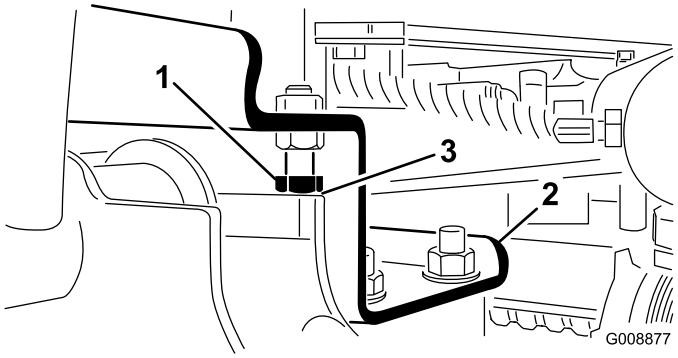

Figur 12
A. Flytta stoppbultarna bakåt (Figur 12).
2. Kontrollera att spelet mellan varje lyftarm och stoppbult är 0,13–1,02 mm (Figur 12). Om spelet inte ligger mellan dessa mått justerar du stoppbultarna så att ett spel skapas.